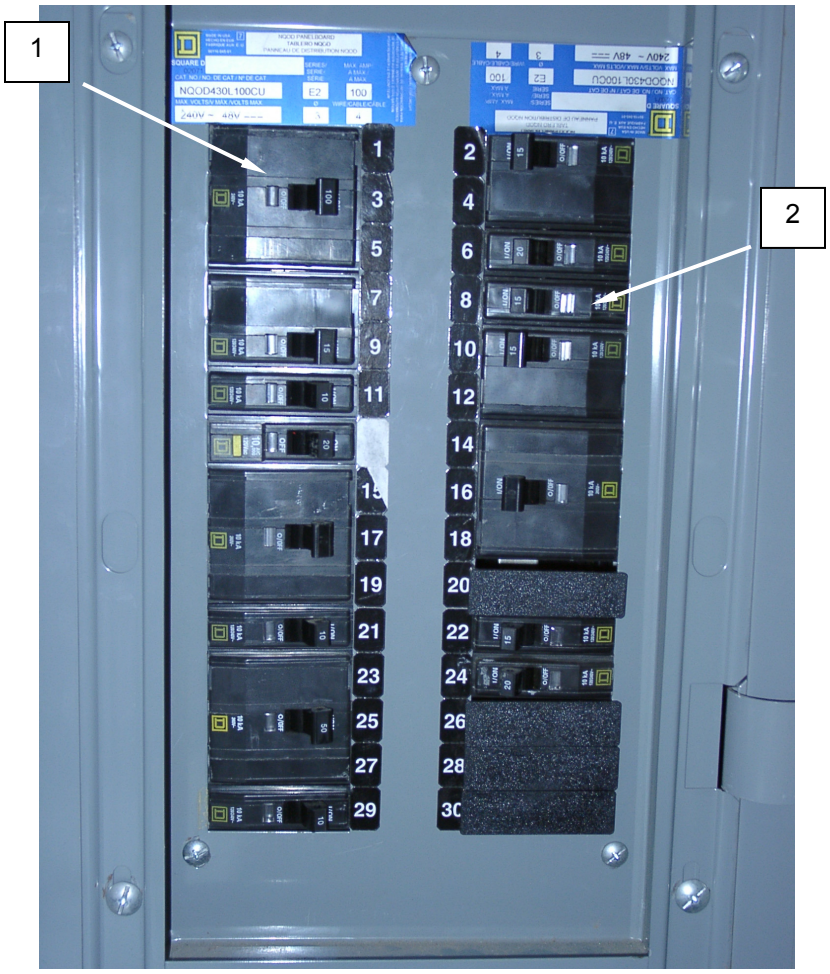

Figure 11. Check Phase Indicators.
20. Switch breaker No. 8 (Control Panel) **(Figure 11, Item 2)** to the ON position.
Observe the Phase Indicator light **(Figure 11, Item 3)**. The indicator light should be illuminated. If not, switch breaker No. 8 (Control Panel) **(Figure 11, Item 2)** to the OFF position and immediately contact Facilities Support Section Power-Generation Personnel, Prime Power team, or Utilities team as necessary. A condition where the phase indicator is not illuminated indicates that the incoming power is not in proper phase and must be corrected before the CBL can be operated.
21. After verifying that the Phase Indicator light **(Figure 11, Item 3)** is illuminated, place each of the remaining breakers in the ON position. For a complete description of the function of each breaker, refer to WP 0004 00, “Controls and Indicators”.